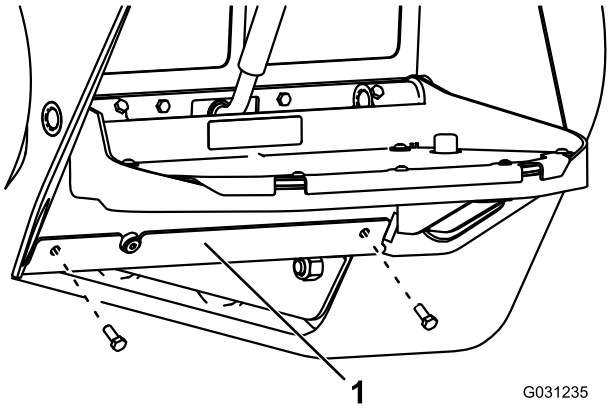

Rysunek 64
3. Wykręć 2 śruby mocujące osłonę dolną i zdejmij ją (Rysunek 64).
7. Zamontuj osłonę dolną (Rysunek 64).